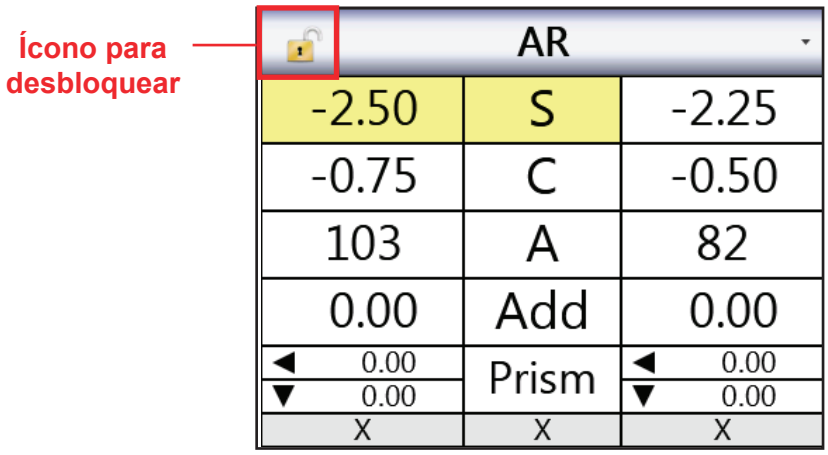

Figura IU-10, Lista desplegable para ingreso de datos
3. El conjunto de datos está desbloqueado si no ha sido usado. Si el conjunto de datos ha sido usado y usted quiere cambiarlo, toque el ícono **DESBLOQUEAR** en el ángulo superior izquierdo de la barra de título para abrirlo. (Mire la Figura IU-10).